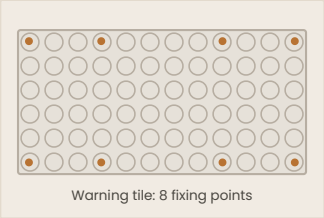
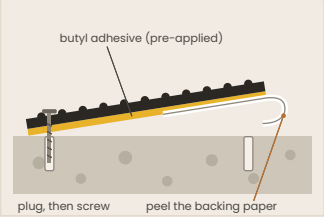

Figure 2 - Steps 5 and 6 (warning)
Figure 4 - Section view (peel the backing, then plug and screw)
5. **Concrete, asphalt, masonry and stone:** Drill through each of the 8 fixing points into the substrate using a 6mm masonry drill bit and on-tool dust extraction. (Figures 2 and 3) Insert a red star plug into each hole, then drive a 10 gauge x 1.5 inch screw through each fixing point until the head sits flush with the tile. (Figure 4)
6. **Timber:** No drilling or plugs required. Drive a 10 gauge x 1.5 inch screw through each of the 8 fixing points directly into the substrate until the head sits flush with the tile. (Figures 2 and 3)